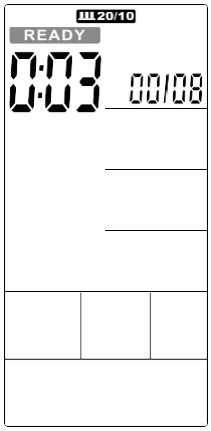

Figure 28
2. Cycle time counts down from 3 to 0 then console start, meanwhile buzzer beeps once per second and **READY** flashes once per second, counting displays '00/08' (Figure 28).